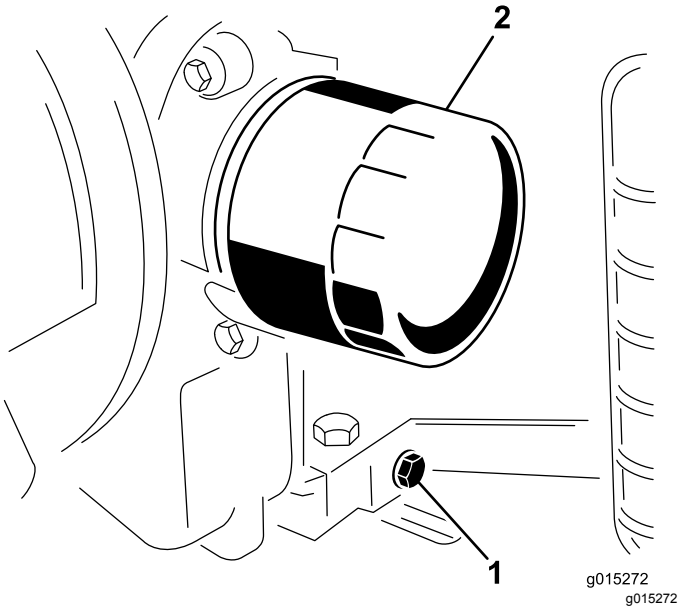

**Figur 15**
4. Sett et fat under der du tapper olje. Fjern oljedrenspluggen slik at oljen kan renne ut (Figur 15).